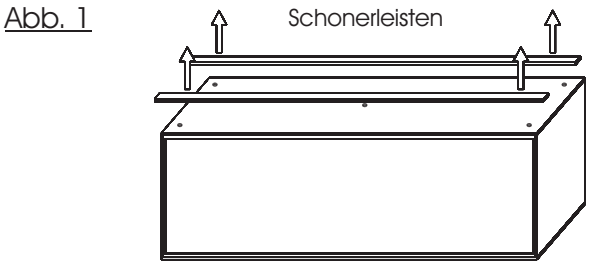

Abb. 1
2. Drehen Sie den Bankkorpus mit der Unterseite nach oben und montieren die Kufen mit den Ø4x20mm RW-Schrauben. Zur Positionierung der Kufen sind im Boden Vorbohrungen vorgesehen. (Abb. 1)
3. Schieben Sie auf die vier Kufenbolzen, auf denen später der Metallboden aufliegt, eine Kunststoffkappe auf. (Abb. 1)
2. Entfernen Sie vorsichtig die Schonerleisten. (Abb. 1)